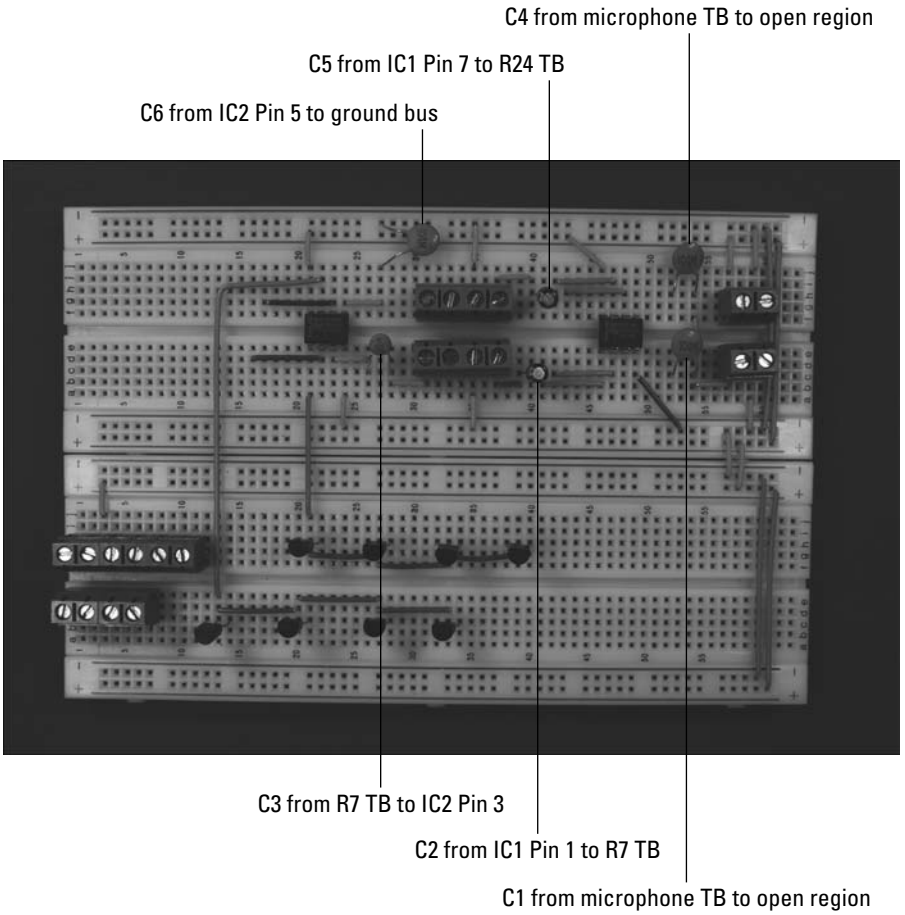

Figure 5-10: Insert capacitors into the breadboard.
7. **Insert three 0.1 microfarad capacitors (C1, C4, and C6), two 10 microfarad capacitors (C2 and C5), and one 0.001 microfarad capacitor (C3) on the breadboard, as shown in Figure 5-10.**